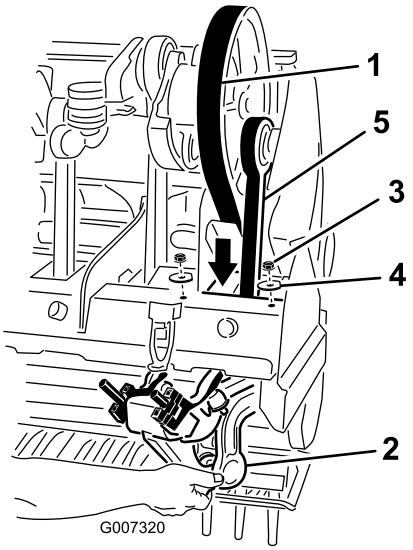

Figur 34
5. Lossa och ta bort de två (2) låsmuttrarna och brickorna som låser fast motviktssystemet Rotalink vid stamparm 1 (Figur 34).
7. Dra drivremmen ner genom luftarhuvudsramen och runt den nedre änden av stamparm 1 (Figur 34).